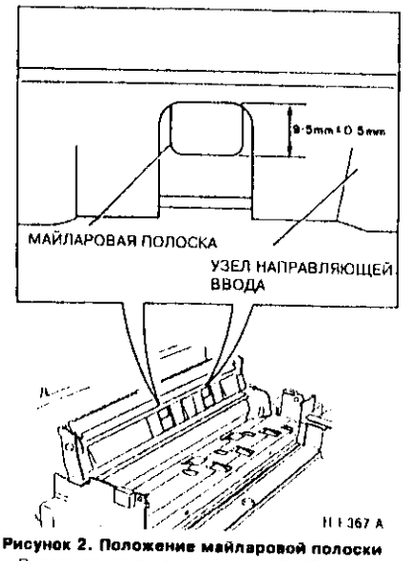

Рисунок 2. Положение майларовой полоски
- (Рисунок 2) Поднимите узел направляющей ввода. Проверьте, что майларовые полоски выступают из узла направляющей ввода на 9±0,5 мм.
ПРИМЕЧАНИЕ: (Рисунок 2) Для обеспечения точности измерений необходимо снять тормозные ролики.